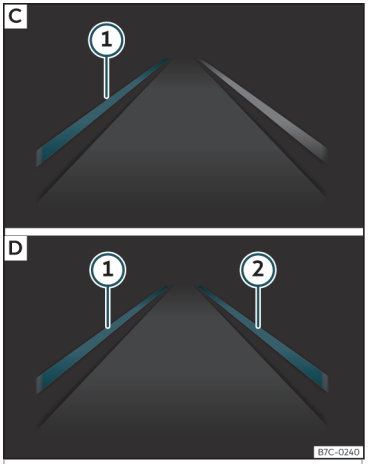

Fig. 224 En la pantalla del cuadro de instrumentos: indicación en la pantalla del sistema de aviso de salida del carril (ejemplo 2).
– **fig. 224** C: El sistema está trabajando, la línea resaltada 1 indica que había riesgo de sobrepasar la línea de carril involuntariamente y está actuando sobre la dirección para corregir la trayectoria.
– **fig. 224** D: Las dos líneas resaltadas 1 y 2 se encienden a la vez cuando tenemos las dos líneas de carril reconocidas y la función de Guiado adaptativo en el carril está activada.